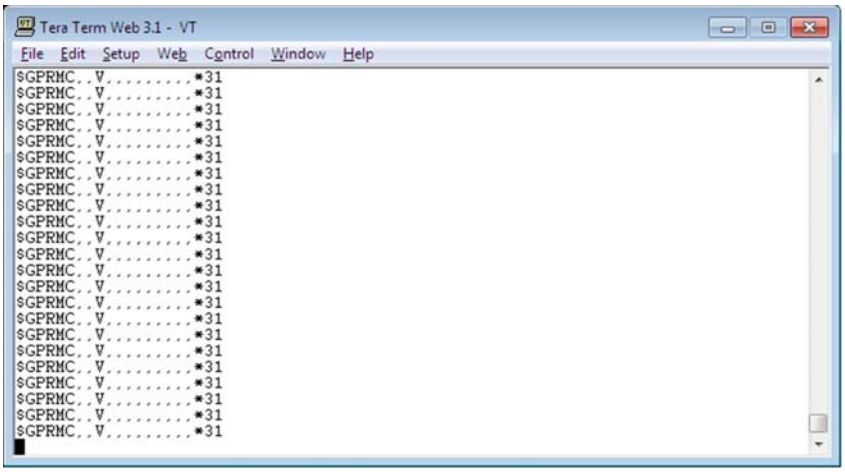

Figure 35. Tera Term New Connection Window
(6) After the connection is made, the NMEA string will appear as show in Figure 35.